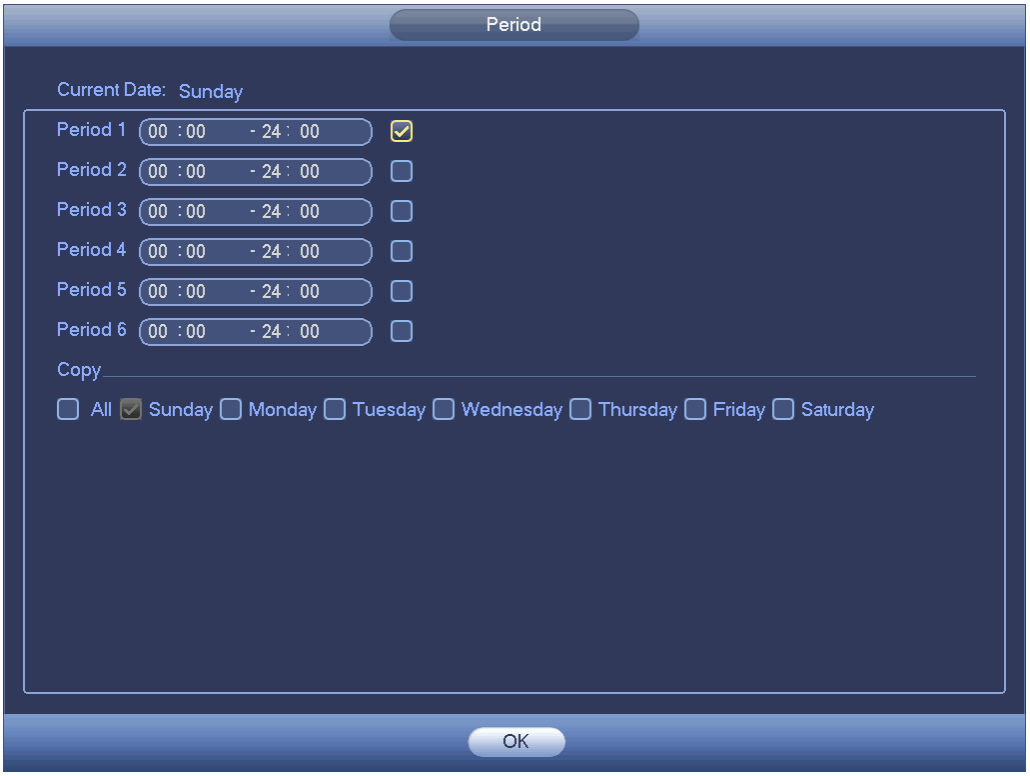

Figure 4-200
Enter add group interface. See Figure 4-200.
Step 2 Click add group button in Figure 4-200.